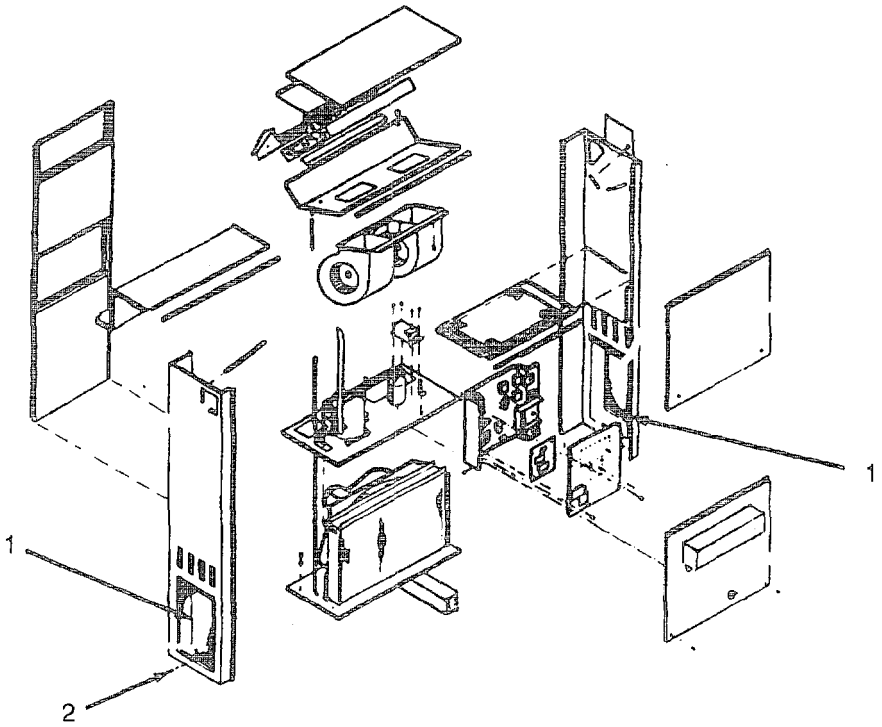

Figure 4-15. Side Door Assemblies
a. Removal. Remove the side door assemblies (1, Figure 4-15) by removing the one screw (2) on each, lifting the doors from the bottom, and pulling down and away from the air conditioner.
b. Service Spray water to remove any dust on the screens of the side door assemblies (1).
c. Installation. Install the side door assemblies (1) by slipping the upper lip into the top of the opening, closing the door, and securing with one screw (2) each.